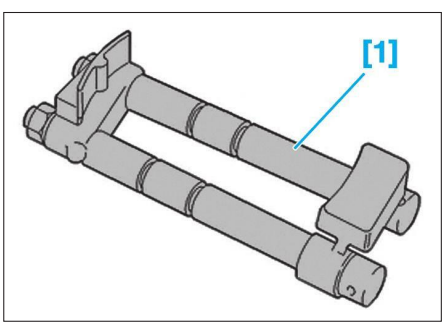

**Fig. 66**
- [1] Outil de blocage pour arbre à cames (coffret 0191) **(Fig.66)**,